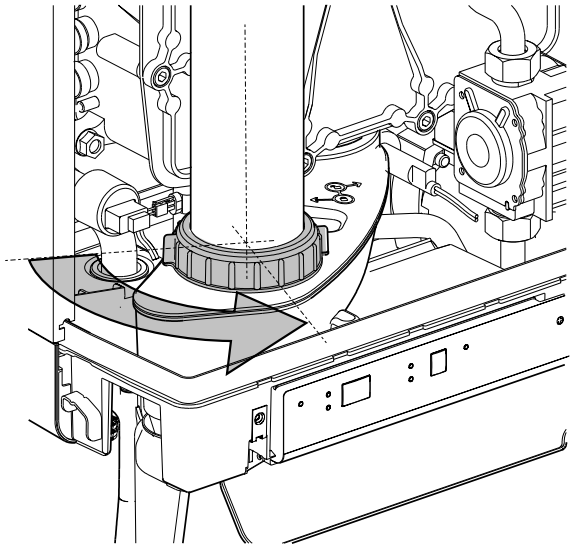

Fig. 23: Loosening of Flue Pipe Retaining Ring
1. Loosen the flue pipe retaining ring as shown in Fig. 23 on page 49.